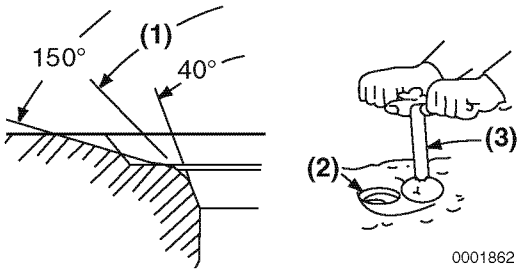

Figure 6-25
Light cutting can be performed by the use of a hand-operated cutter **(Figure 6-25, (3)).**
The valve seat diameter can be adjusted by top-grinding with a 150° stone to make the seat diameter smaller, and bottom-grinding using a 40° stone to make the seat diameter larger. Once the seat location has been corrected, grind and lap the seat angle **(Figure 6-25, (1))** to specification. *See Cylinder Head on page 6-6 for specifications.*